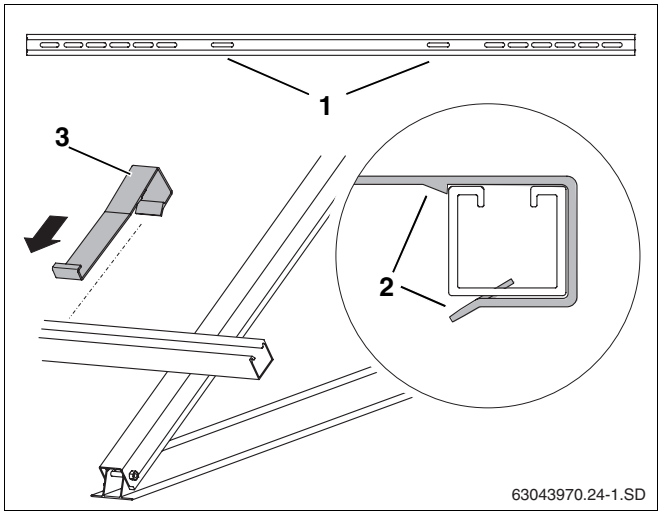

Abb. 36 Abrutschsicherung einhängen
- Abrutschsicherungen (Abb. 36, **Pos. 3**) jeweils in den innen liegenden Langlöchern (Abb. 36, **Pos. 1**) von außen soweit über die Profilschienen schieben, bis sie einrasten (Abb. 36, **Pos. 2**).